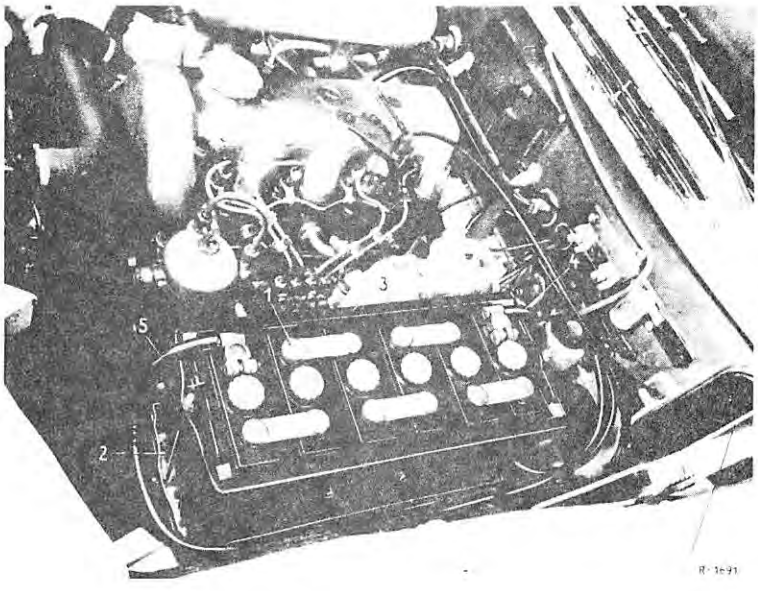
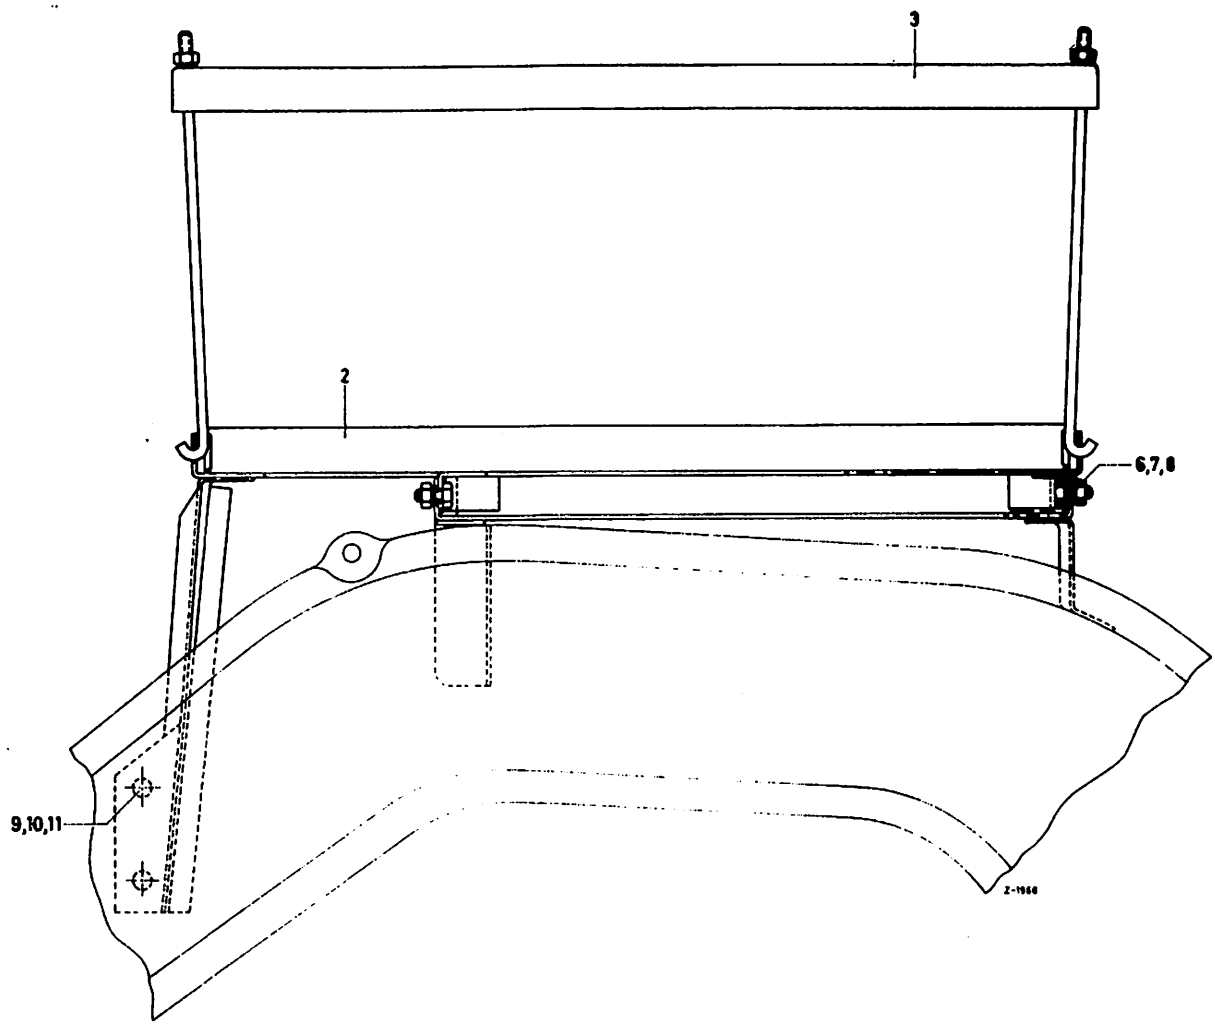

Figure 5
Figure 6
2. Remove ground wire and starting cable and replace same by ground wire (4) and starting cable (5) (Figure 5).
3. Put extended battery tray (2) on existing battery tray and screw it to same by using the parts item 6 to 11 (Figure 6).
4. Insert the 84 Ah battery in such a way that both battery poles point inwards. Then put on mounting frame (3) and fix battery.
5. Connect the starting cable (5) to the positive pole and the ground wire (4) to the negative pole of the battery (Figure 5).